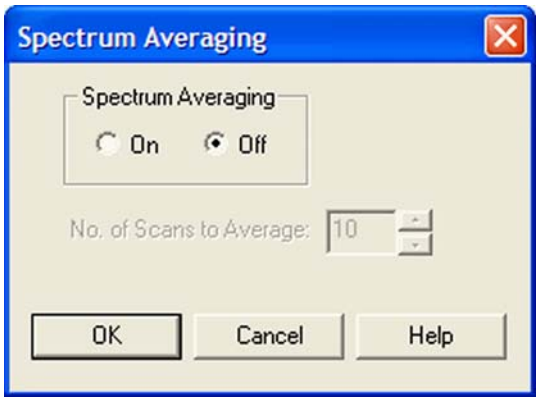

Figure 2-10. Spectrum Averaging dialog box
1. In the Tune Plus window, choose Display > Spectrum Averaging > **Settings…** to display the Spectrum Averaging dialog box. See Figure 2-10.